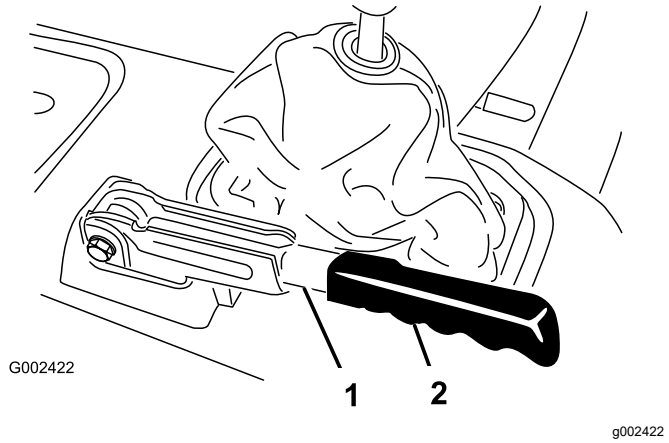

Figur 63
1. Ta bort gummihandtaget från parkeringsbroms-spaken (Figur 63).